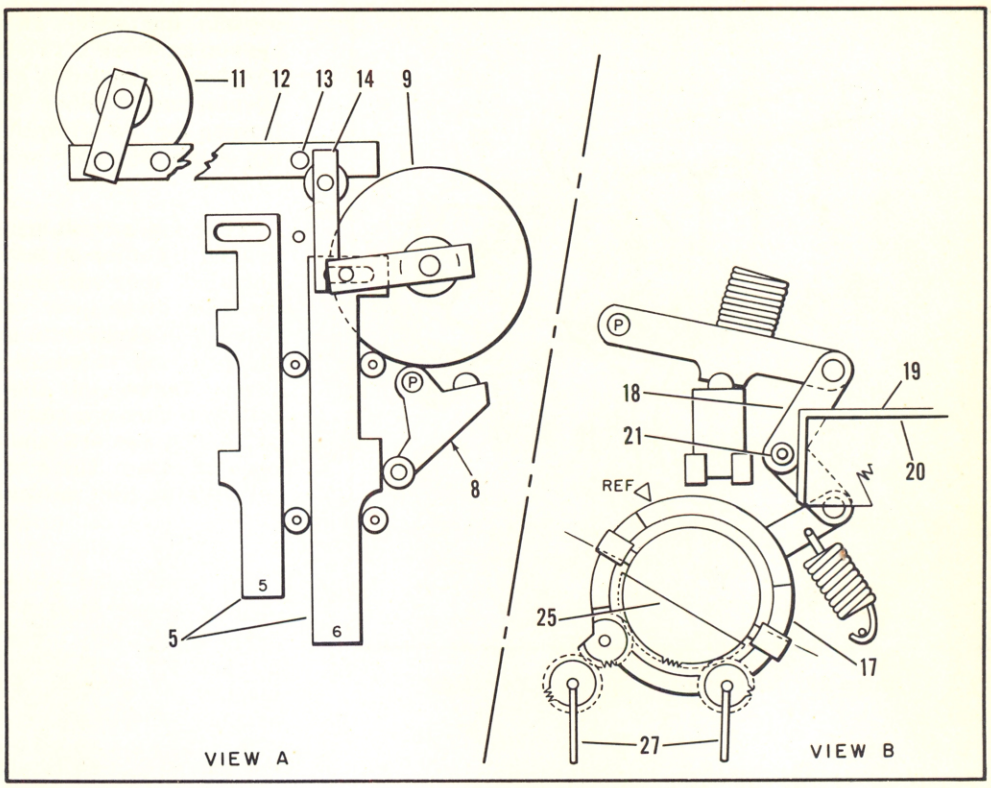
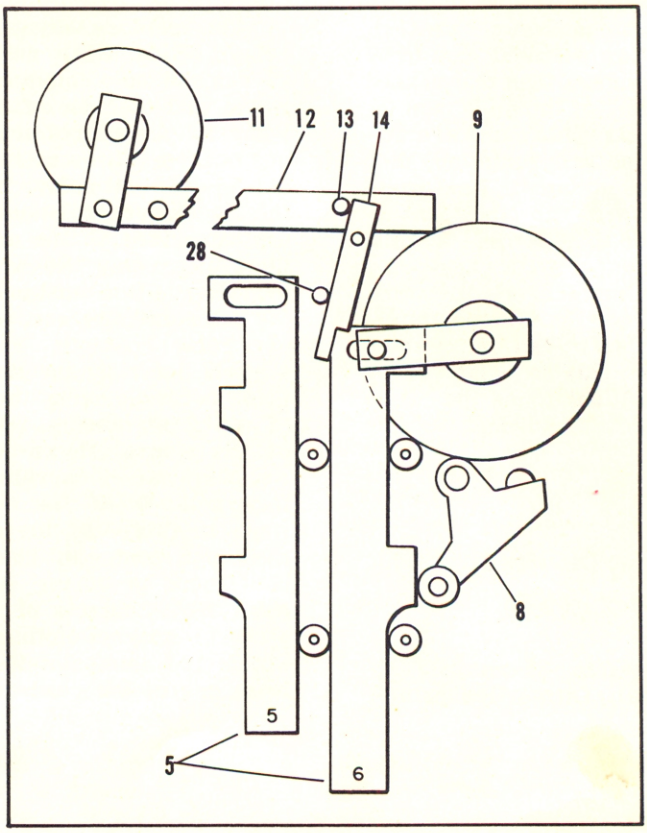
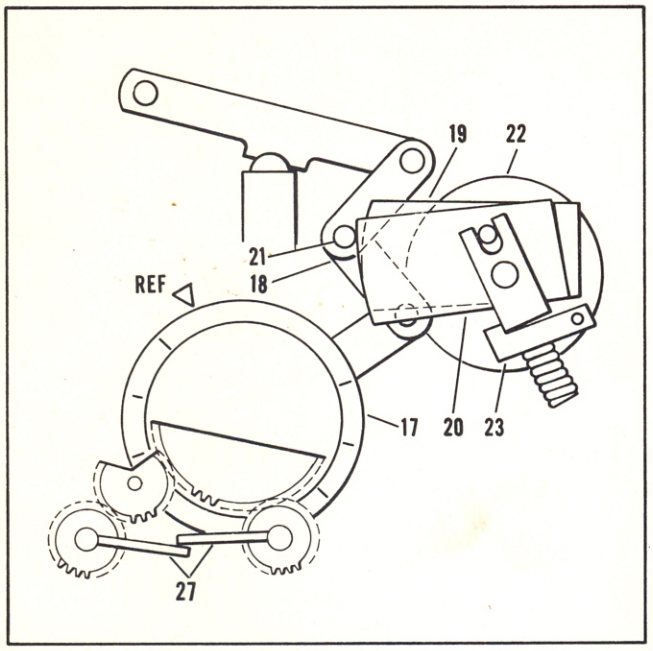

Figure 19. Action of No. 6 Solenoid and Shutter Solenoid Cam
Figure 20. Unlatch Solenoid in Operation
Figure 21. Zero-Close Cam in Operation
(14) In figure 20, the unlatch solenoid is portrayed in action. The unlatch bar (12) has been moved by the energizing of the solenoid, causing stud (13) to unlatch the lever (14). As the slide solenoid (9) energy pulse is of longer duration than that of the unlatch solenoid, the slide is held in the downward position and is latched again as the lever (14) returns. It again appears as in view A of figure 19.
Key - Figures 19, 20, 21
(15) In figure 21, the zero-close cam is portrayed in action. Solenoid (22) being energized and latched (23) causes the cam (20) to be moved toward the leverage resulting in the follower (21) being forced from its position even with the conversion cam (19). This causes the shutter solenoid cam to be moved an additional amount than that caused by the normal movement of the slide cam (5, Figure 19). Since all six slide cams are utilized in the zero-close programming, they have set up the lowest automatic light position possible. Therefore, the additional amount (toward a lower light setting) that the zero-close cam provides, will result in a shutter solenoid cam memory position that will allow the shutters to be completely closed (Figure 21), regardless of trimmer settings. Latch lever (23) is unlatched by the solenoid (11) that unlatches the slide cams; the pulse to the A.C. solenoid endures till 220° however.